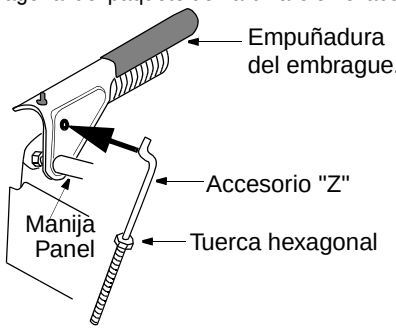

Figura 4
10. Tome un accesorio “Z” del paquete de hardware e inserte el extremo “Z” dentro del orificio en la empuñadura del embrague izquierdo del panel de la manija. Ver la Figura 4. Enrosque una tuerca hexagonal del paquete de hardware en el accesorio “Z.”
2. Si es necesario realizar ajustes, afloje la tuerca de seguridad y enrosque el cable (para que no esté tan tirante) o desenrósquelo (para que esté más flojo) según sea necesario. Consulte Figura 4.